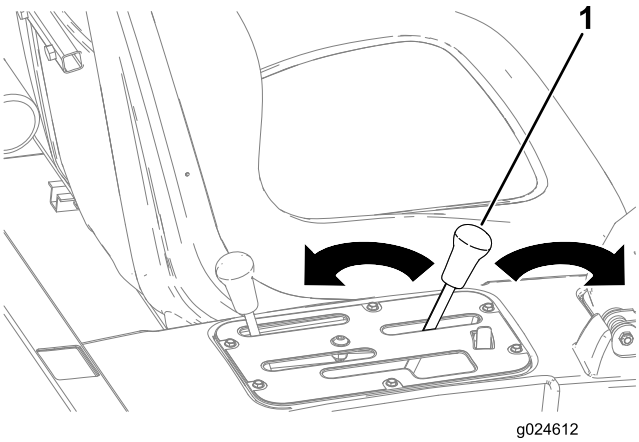

Figur 18
3. Flyt håndtaget bagud for at hæve ladet til den ønskede position (Figur 18).
4. Flyt håndtaget fremad for at sænke ladet (Figur 18).